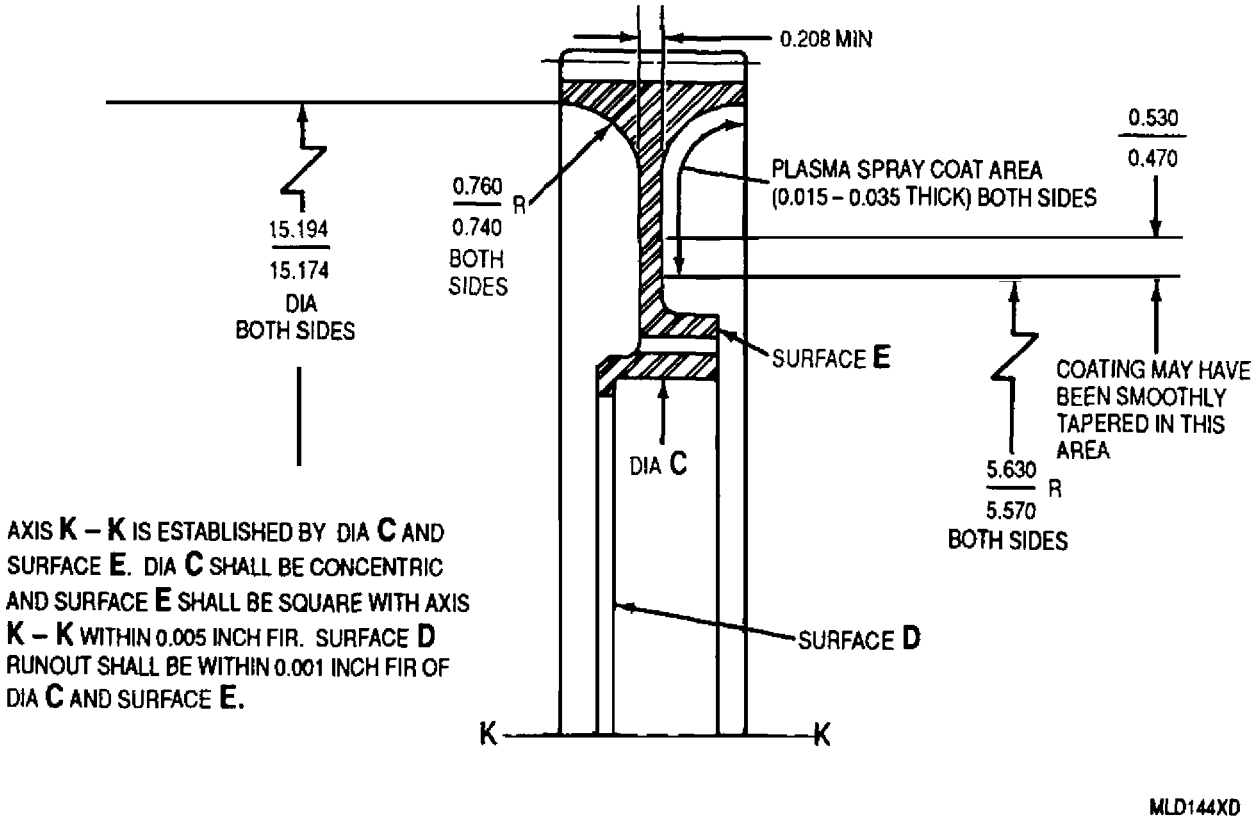

Figure 2. Main Drive Gear Assembly − Plasma Spray Coating (Molybdenum) Removal
7. MAIN DRIVE GEAR ASSEMBLY - PLASMA SPRAY COATING (MOLYBDENUM) REMOVAL. (figures 2 and 3)
b. Using a tape lathe, machine molybdenum coating (figure 2) down to a thickness of 0.001 - 0.003 in. Do not use grinding method.